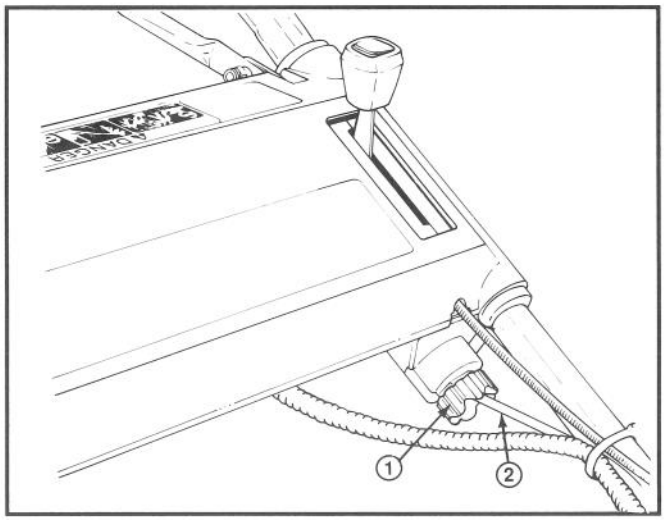

Afbeelding 19
2. Draai de regelingsknop (Afb. 19) een halve slag naar rechts om de aandrijfriem aan te spannen of een halve slag naar links om de riem te ontspannen. Houd de bedieningskabel vast zodat deze niet meedraait.